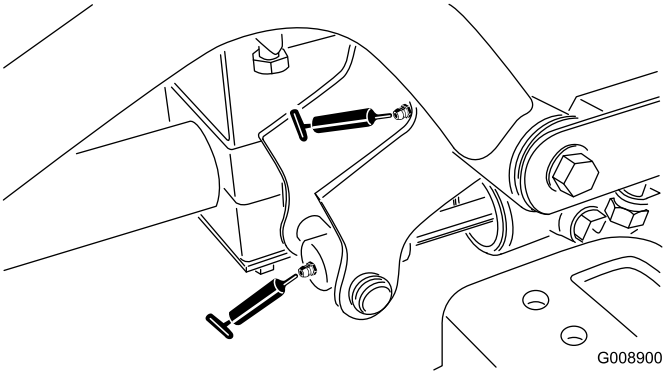

Figur 56
- Främre höger lyftarmstapp och lyftcylinder (2) (Figur 56)